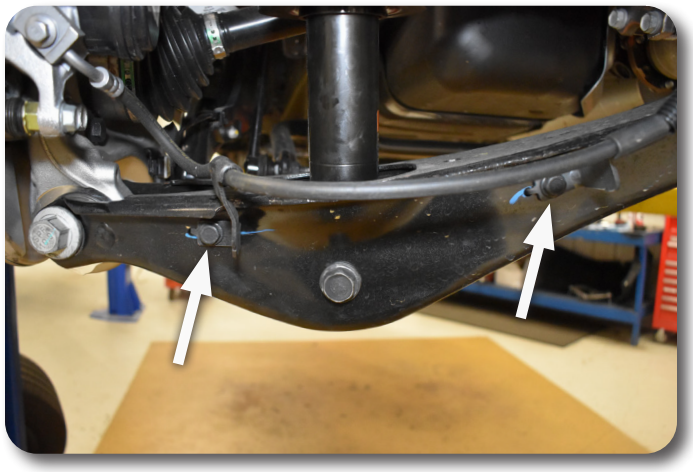

Figure 2
5. Remove bolts for brake line brackets. Figure 2